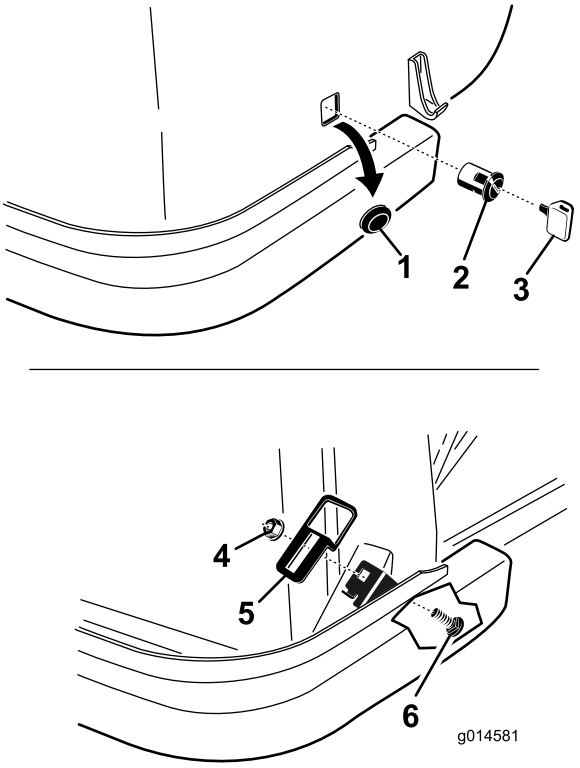

Figura 2
2. Retire o tampão do furo quadrado na parte superior do capot. Deite fora o tampão (Figura 2).
6. Localize o furo quadrado na aba do lado direito do chassis. Monte a placa do trinco na aba com um parafuso de carroçaria e porca flangeada. Coloque a placa do trinco como indicado em Figura 2.